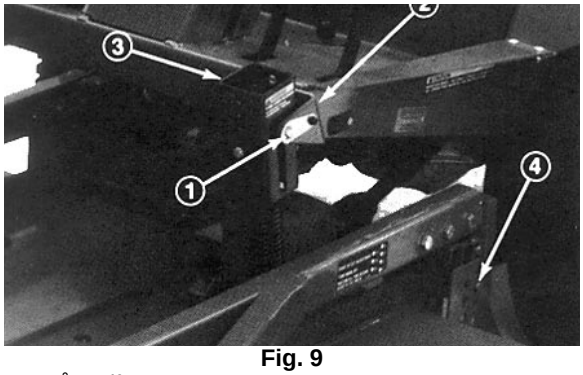

Fig. 9
2. Ta motvekten av trekkenheten, ta låsestiftene av brakettene, ta strammefjærene av brakettene og legg dem på padden. Fest låsestiftene løst til brakettene for å hindre at du mister dem (fig. 9).
3. Senk klippeenheten, ta av de fire (4) stiftene fra klippehøydebrakettene (fig. 9).